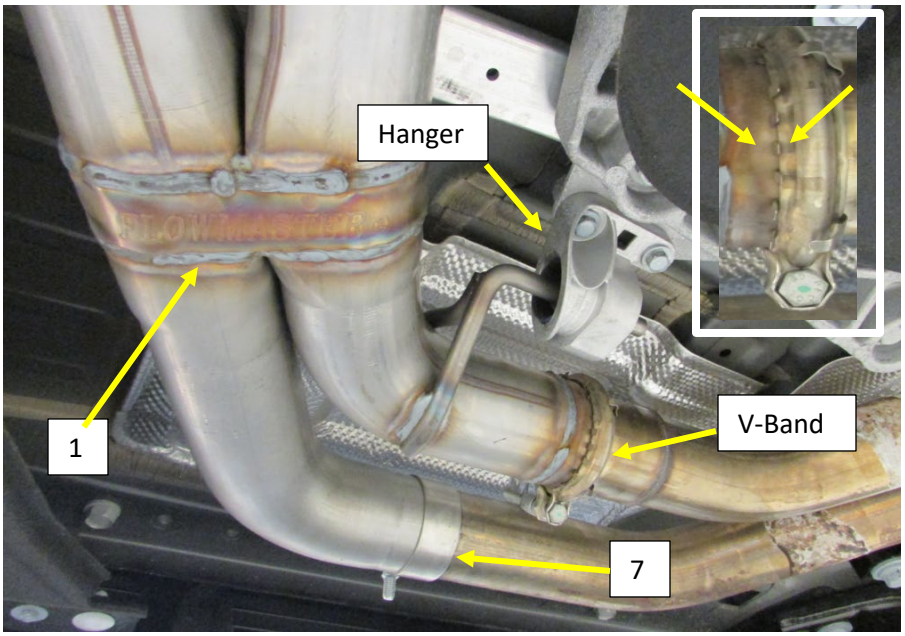

Figure.5
6. Align the expanded inlet pipe to the left calalytic converter and install the pipe from the catalytic converter into the Scavenger pipe expanded inlet. **Fig.5**
- Use the Pliers to expand the Original V-Band clamp and re install it over the x4 flattened ears of the gasket and on to the flange. **Be sure the small tabs of the gasket are over the edge of the clamp and NOT under it. See inset of Figure. 5**
- Install the Hanger isolator on to the hanger rod and install the bolts. **Fig.5**